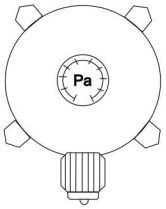

figure 1a/рисунок 1a
7. If heaters/preheaters are with pressure switch installed, after heaters installation pressure switch must be in vertical position (look at figure 1a).